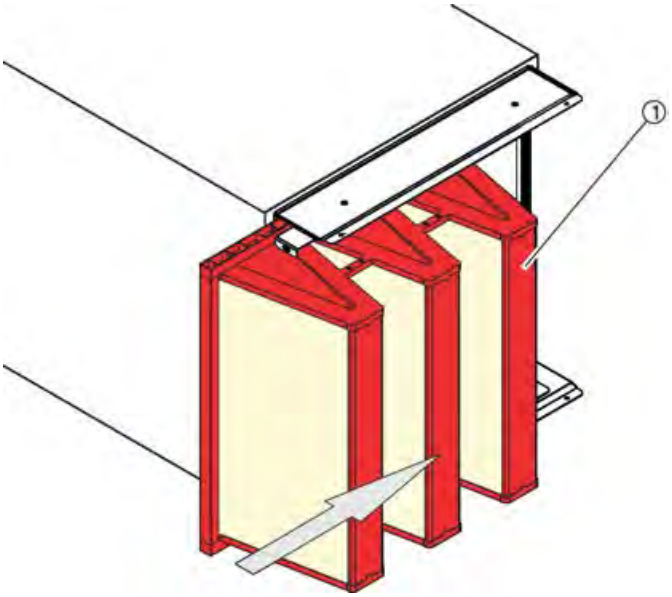

Fig. 26: Udskiftning af filterelementet
6. Skub det nye filterelement (Fig. 26 /1) ind fra siden.